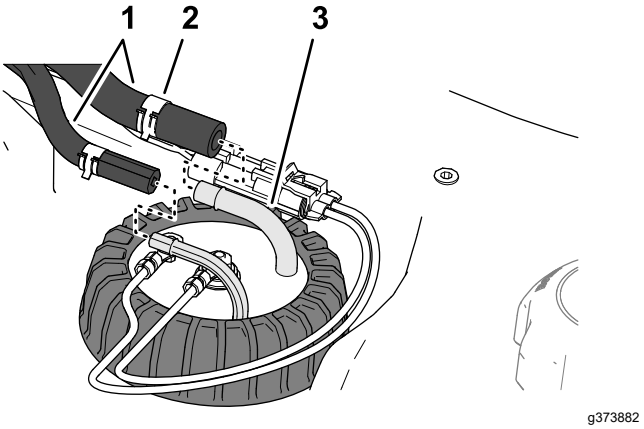

Figuur 97
5. Monteer de slang op de fittings van de brandstofsensor en bevestig de slangen met de klemmen aan de fittings (Figuur 97).